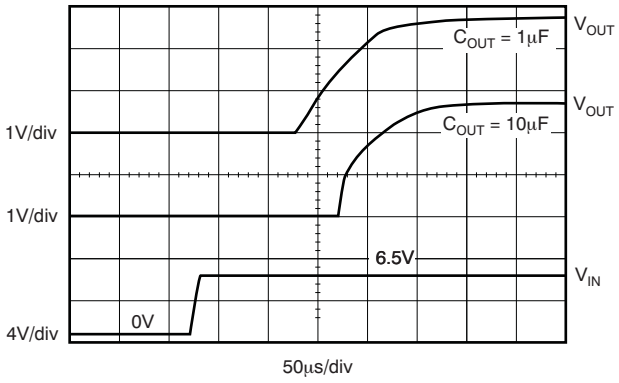

Figure 31.
Note that for fastest startup, V_{IN} should be applied first, then the enable pin (EN) driven high. If EN is tied to IN, startup will be somewhat slower. Refer to Figure 31 in the Typical Characteristics section. The quick-start switch is closed for approximately 135µs. To ensure that C_{NR} is fully charged during the quick-start time, a 0.01µF or smaller capacitor should be used.